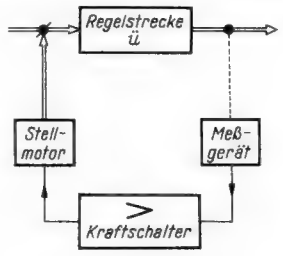
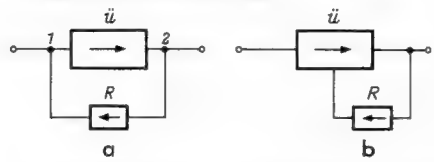

Bild 2. Schema einer Regelanlage
Bild 3. a Wirkschema einer Rückkopplung, b Wirkschema einer Regelung
Während man also fälschlicherweise die Lautstärkesteuereinrichtung am Rundfunkgerät „Regelung" nennt, liegt ebenso sehr eine falsche Bezeichnung vor, wenn man im Rundfunkstudio von einem „Aussteuerungstisch" spricht. In diesem Falle hat man es mit einer Regelung zu tun. *Bild 2* zeigt den Wirkungsweg eines Regelkreises als Schema. Im Falle der Aussteuerungs-„Regelung" ist das Meßgerät der Aussteuerungsanzeiger; Kraftschalter (Verstärker) und Stellmotor werden vom Aussteuerungsingenieur dargestellt, während das Stellglied in diesem Falle ein Aussteuerungspotentiometer ist.
Bild 2 zeigt, daß bei der Regelung stets ein geschlossener Wirkungskreis vorliegt, denn es gilt (nach DIN-Norm):
Der geschlossene Kreis nach Bild 2 legt eine Gedankenverbindung zur *Rückkopplung* nahe. Es besteht aber ein grundsätzlicher Unterschied. *Bild 3* zeigt links das Prinzip der Rückkopplung: Am Punkt 1 überlagert sich ein Teil der bei Punkt 2 hinter einem Übertragungsteil ü abgenommenen und über den Regelteil R zurückgeführten Energie derart, daß im fortgesetzten Kreislauf eine Verstärkung bis zur Aussteuerungsgrenze von ü erfolgt. Im Falle der Regelung wird der zurückgeführte Wert aber zur Beeinflussung des Übertragungsfaktors ü selbst benutzt (2).